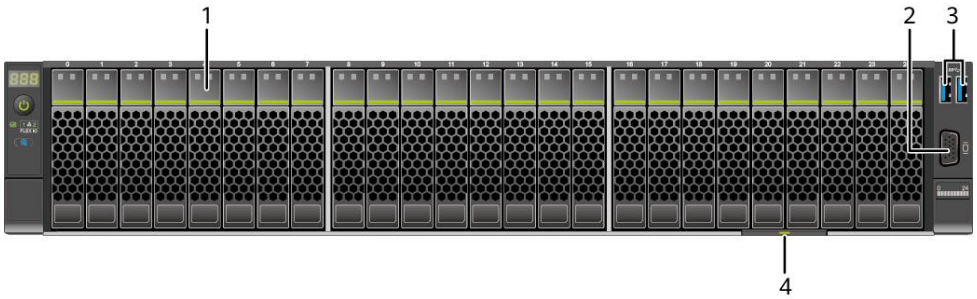

图 4-1 25x2.5 英寸硬盘配置前面板组件
- 以 25x2.5 英寸硬盘配置为例，前面板组件如图 4-1 所示。